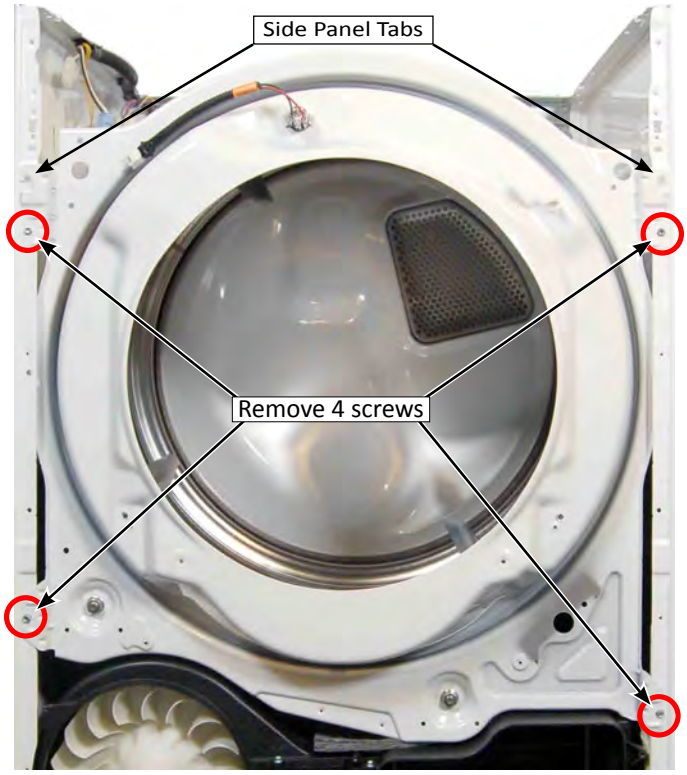

Figure 7
11. Remove the four (4) 1/4” hex-head screws securing the front bulkhead to the side panels as illustrated in Figure 7. Lift the bulkhead up off the side-panel tabs and remove.